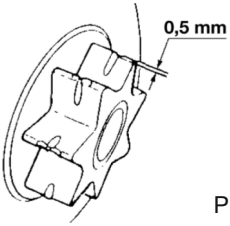

Рис. 19.4
5. Звездочка привода Рис. 19.4